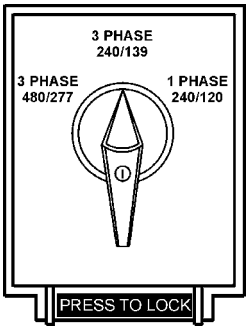

Figure 13. Voltage Selector Switch
A wide range of voltages are available to supply voltage for many different applications. Voltages are selected by using the **voltage selector** switch (Figure 13). To obtain some of the voltages as listed in Table 7 (see below) will require a fine adjustment using the **voltage regulator** (VR) **control knob** located on the control panel.
The voltage selector switch (Figure 13) is located above the output terminal panel's Hard Wire Hook-up Panel. It has been provided for ease of voltage selection.